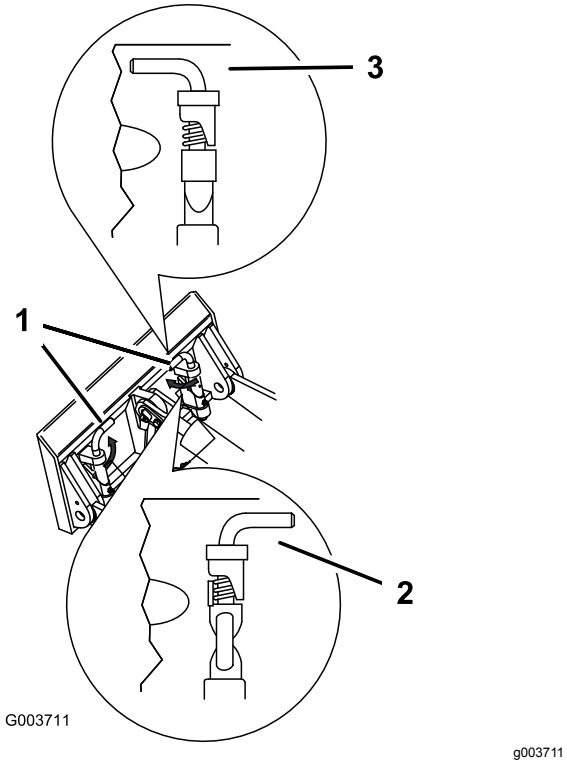

Figur 17
7. Koppla in snabbfästpinnarna och se till att de är ordentligt inskjutna i fästplåten (Figur 17).